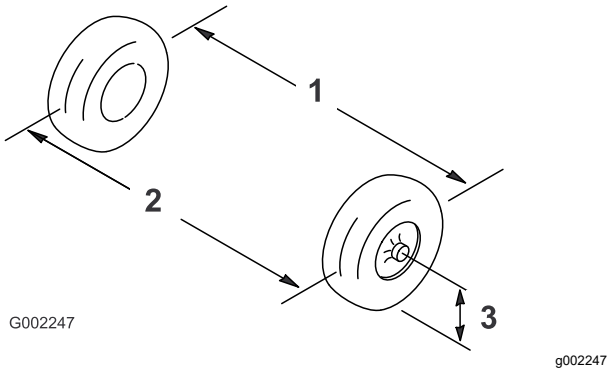

図 101
2. 前輪の前と後ろで、左右のタイヤの中央線間距離を測る計測はアクスルの高さで行う(図 101)。